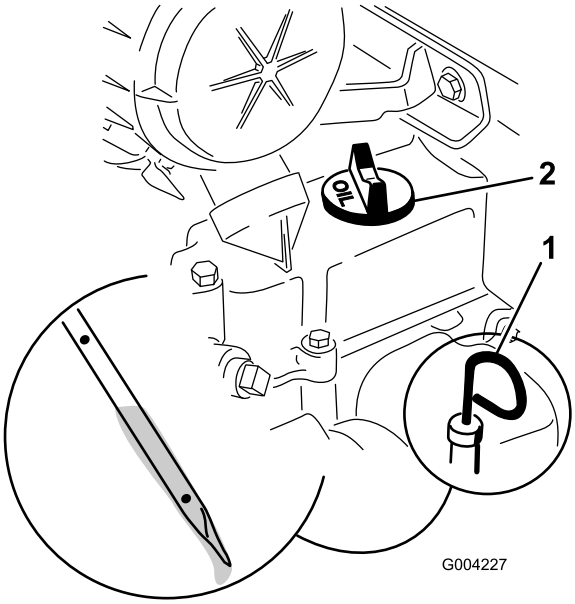

**Figur 15**
3. Hvis oliestanden er lav, skal påfyldningsdækslet tages af ventildækslet (Figur 15) og tilstrækkeligt olie hældes på til at hæve niveauet til full-mærket på målepinden.